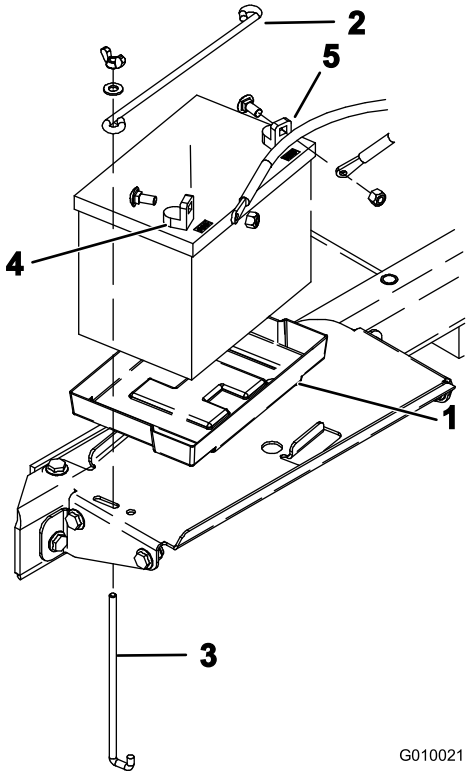

**Rysunek 6**
8. Ustaw akumulator na tacy w komorze akumulatora (Rysunek 6) tak, aby jego zaciski były skierowane na zewnątrz.
9. Zamocuj akumulator do podstawy komory za pomocą drążka akumulatora, 2 drążków mocujących, 2 płaskich podkładek i 2 nakrętek motylkowych (Rysunek 6).
10. W pierwszej kolejności zamocuj klemę przewodu dodatniego (czerwonego) do zacisku dodatniego (+) za pomocą śruby zamkowej z nakrętką (Rysunek 6), a następnie klemę przewodu ujemnego (czarnego) do zacisku ujemnego (-) za pomocą śruby zamkowej z nakrętką (Rysunek 6). Na dodatni zacisk akumulatora nasuń gumowy kapturek zabezpieczający przed zwarciem.